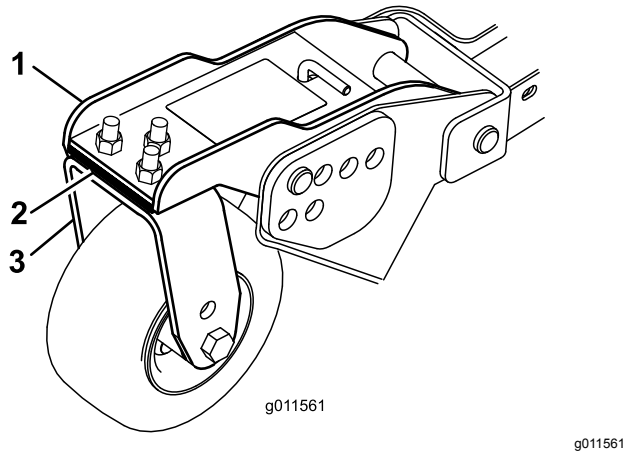

**Figuur 31**
Draai de messen op elke as totdat de uiteinden in de lengterichting liggen. Meet de afstand van de grond tot de voorste rand van het mes. Plaats opvulstukken (3 mm) op de voorste zwenkwielarmen(en) zodat de maaihoogte gelijk is met de sticker (Figuur 31). Zie Schuinstand van de maai-eenheid afstellen (bladz. 73) voor de buitenste mesas.
3. Als de binnenste rand van het zijmaaidek te hoog is ten opzichte van de buitenste rand van het frontmaaidek, moet u een opvulstuk (3 mm) verwijderen uit het onderste deel van het voorste binnenste zwenkwiel op het zijmaaidek (Figuur 31). Controleer nogmaals de afstand tussen de buitenste randen van beide zijmaaidekken en de binnenste rand van het zijmaaidek tot de buitenste rand van het voorste maaidek.